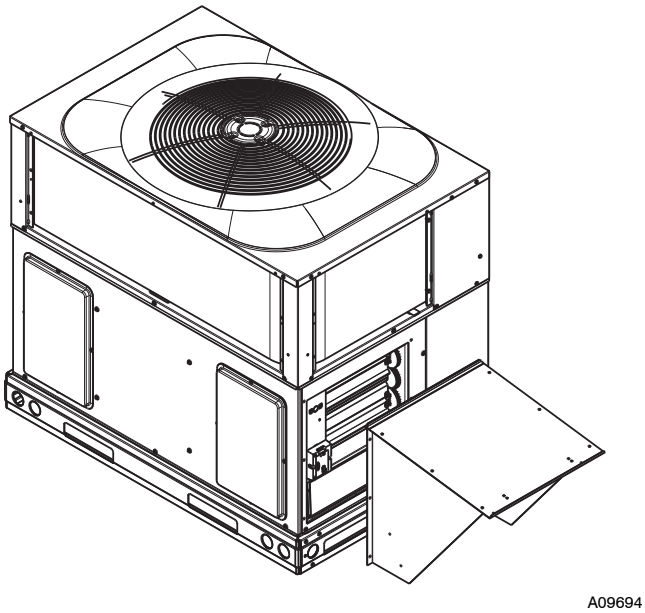

Fig. 32 - Economizer Hood Installation
9. Install assembled hood over the economizer opening in the replacement return chamber panel. See Fig. 32. Screw in place through pre-punched holes. Make sure all seams are air watertight.